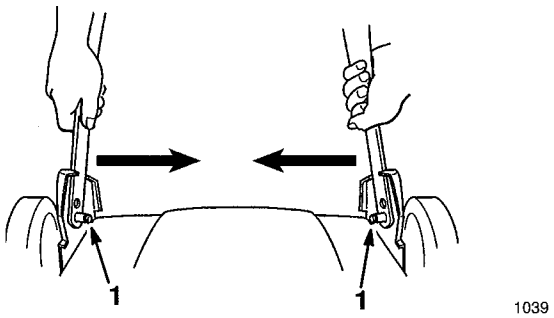

Figure 17
1. Squeeze bottom handle sections together and slide off handle pins (Fig. 17).